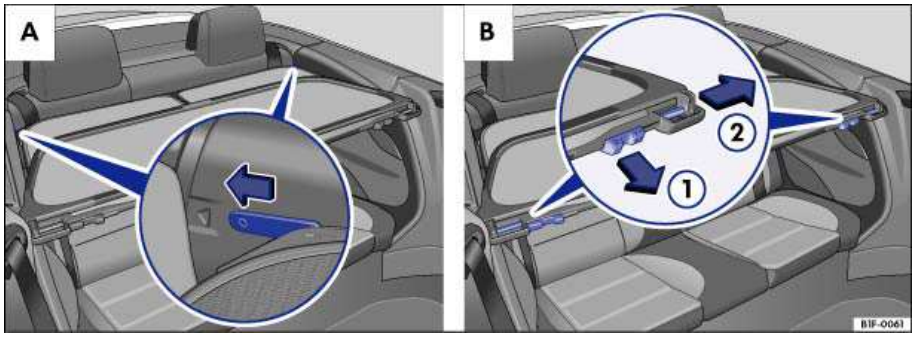

Fig. 33 A. Push tabs (spacers) on wind blocker into slots. B. Align and engage the spring-loaded locking pins.
- Gently insert the tabs on the back of the wind blocker into the slots (next to the rear seat backrests) until they latch ⇒ fig. 33 **A** (inset).
- Pull the handle **B** in the direction of arrow (1) and then slide the locking pin in the direction of arrow (2) into the retainer.